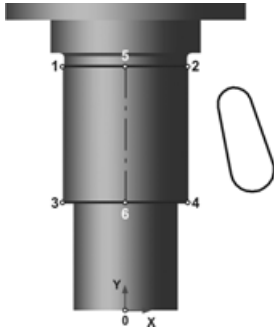

Рис. 5.248
- С помощью команды **Усечь кривую** на инструментальной панели **Редактирование** удалите части окружностей между касательными отрезками (рис. 5.248).